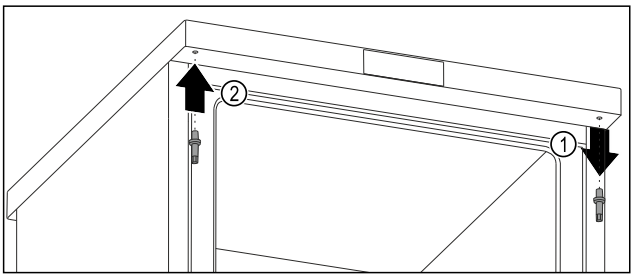

Fig. 21
▶ Extrageți prin rotire bolțul superior cu cheia cu hexagon exterior. *Fig. 21 (1)*
▶ Înșurubați ferm bolțul pe partea opusă cu cheia cu hexagon exterior. *Fig. 21 (2)*